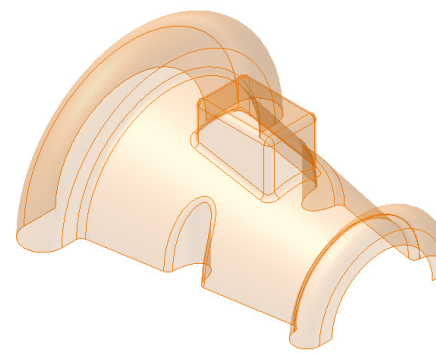

Figure 18-66 *Model after filleting surfaces*
2. Fillet all the sharp edges of the stitched surface with a radius of 2 mm. The surface after creating fillets is shown in Figure 18-66.